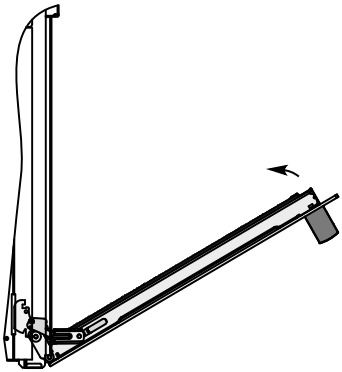

рис. 14
3. Прикрыть дверцу до упора, не прикладывая усилия, пока фиксатор не зафиксирует шарнир, см. рис. 14;